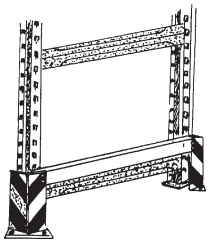

Abbildung 42
g) Werden die Gänge mit Transportgeräten (Hubwagen) befahren sind die Regalpfosten mit Rammschutz gegen Beschädigung zu schützen (Abb. 42).